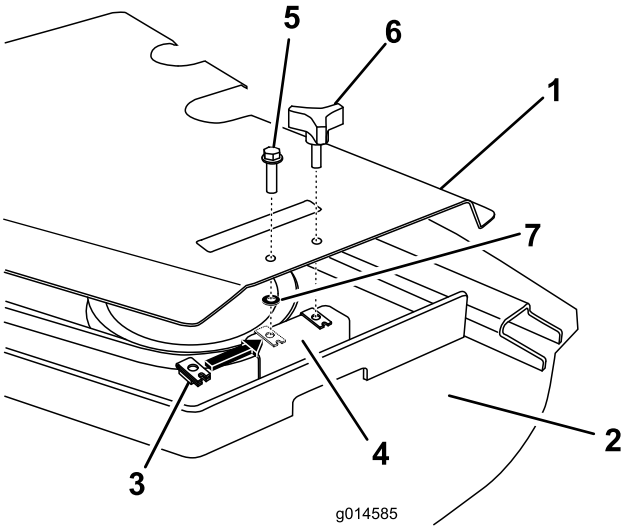

Bild 6
1. Entfernen Sie die Handräder, mit denen die Riemenabdeckungen (Bild 6) am Mähwerk befestigt sind. Entfernen Sie die Riemenabdeckungen.